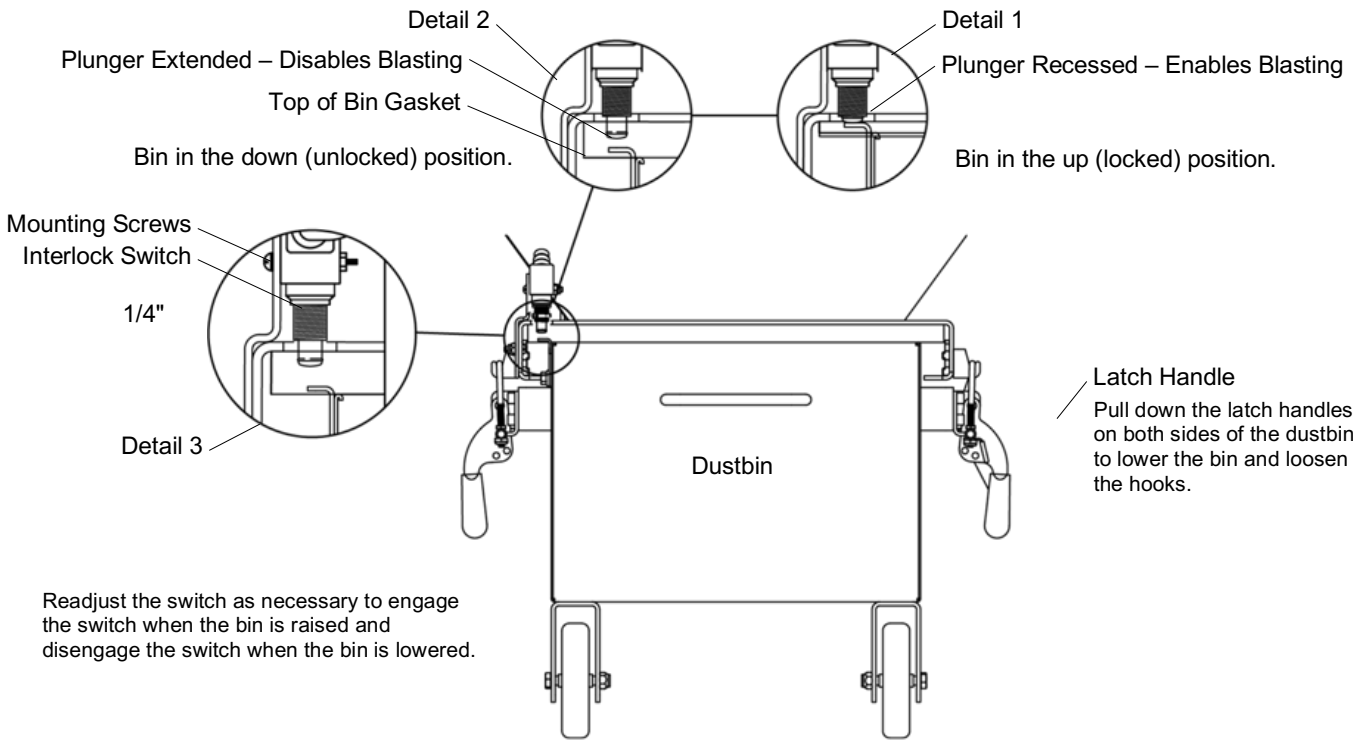

Figure 19
### 5.7 Dustbin Interlock – Figure 19
**5.7.2** To enable blasting, the interlock switch must be engaged when the bin is closed (raised against the dust-collector hopper), as shown in the Detail 1 Circle in Figure 19. The interlock is set at the factory and does not normally require field adjustment unless parts are replaced. When adjustment is required, proceed as follows:
**5.7.3** To disable blasting and permit removal of the dustbin, the top of the bin must clear the switch, as shown in the Detail 2 Circle in Figure 19.
**5.7.4.2** Loosen the switch's mounting nuts. Move the switch up or down as necessary to obtain approximately 1/4" between the bottom of the hopper flange and bottom of the switch's plunger, as shown in the Detail 3 Circle in Figure 19.